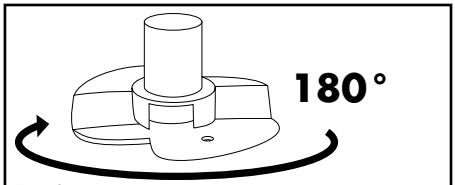
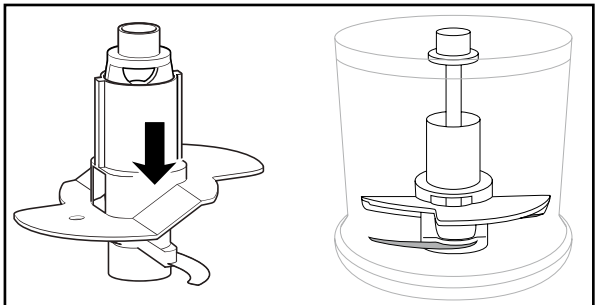

Fig. 2
Fig. 3
– For at piske 200 ml fløde skal du dreje piskedelen ⑩ 180° vandret (fig. 2), så den kun sidder på én kniv ❼ og går i indgreb (fig. 3). Så piskes fløden hurtigere: